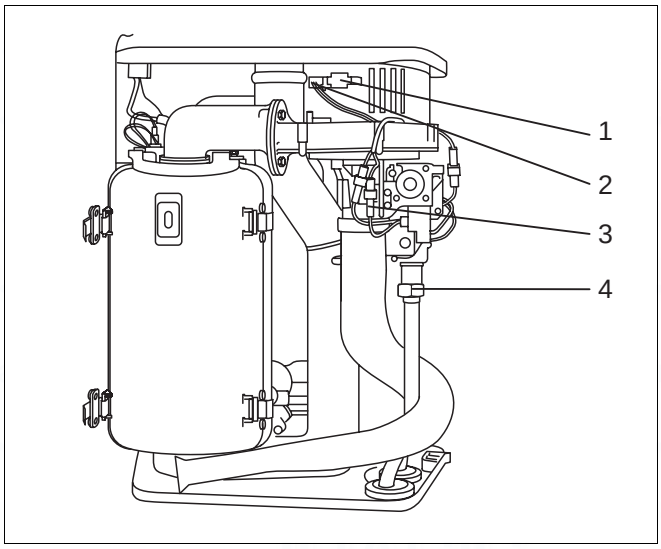

Fig. 77 Replacing the gas burner fitting on the 600 Series: Loosen plug and union nut
- Disconnect the fan using the plug and socket (fig. 77, item 1), loosen the UBA control line at the fan (fig. 77, item 2) and the gas burner fitting (fig. 77, item 3).
- Loosen the union nut (fig. 77, item 4) on the gas burner fitting.